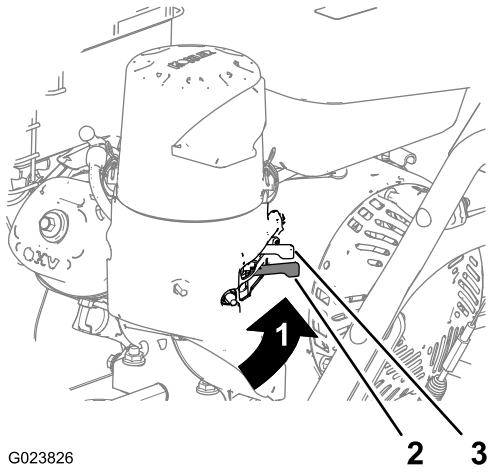

Bild 9
Schieben Sie den Kraftstoffhahn unter dem Choke nach rechts, um ihn zu öffnen (Bild 9).
2. Stellen Sie den Chokehebel hinten links am Motor nach links in die EIN-Stellung. Lassen Sie den Choke in der AUS-Stellung, wenn der Motor warm ist (Bild 9).
5. Lassen Sie den Motor mehrere Minuten warm laufen, stellen Sie den Choke dann in die AUS-Stellung (Bild 9).
5. Mit dem Kraftstoffhahn stellen Sie den Kraftstoff ab, wenn Sie die Maschine für einige Tage nicht verwenden, die Maschine in einem Gebäude lagern oder sie von einer Arbeitsstelle zu einer anderen transportieren (Bild 9).